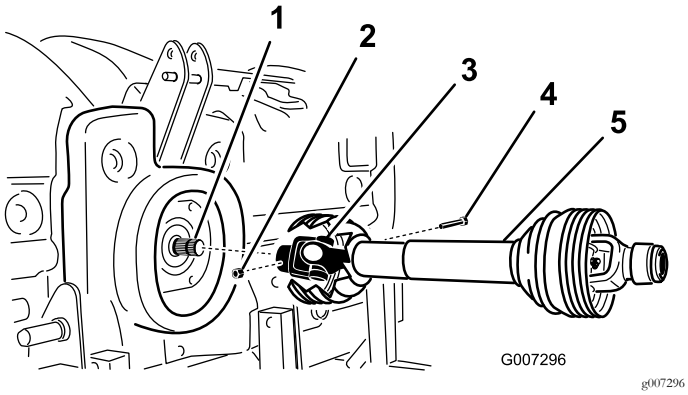

Figuur 11
2. Verbind de aftakas met de ingaande as van de tandwielkast; gebruik hierbij een ½ x 3,00" bout en ½" moer (Figuur 11).